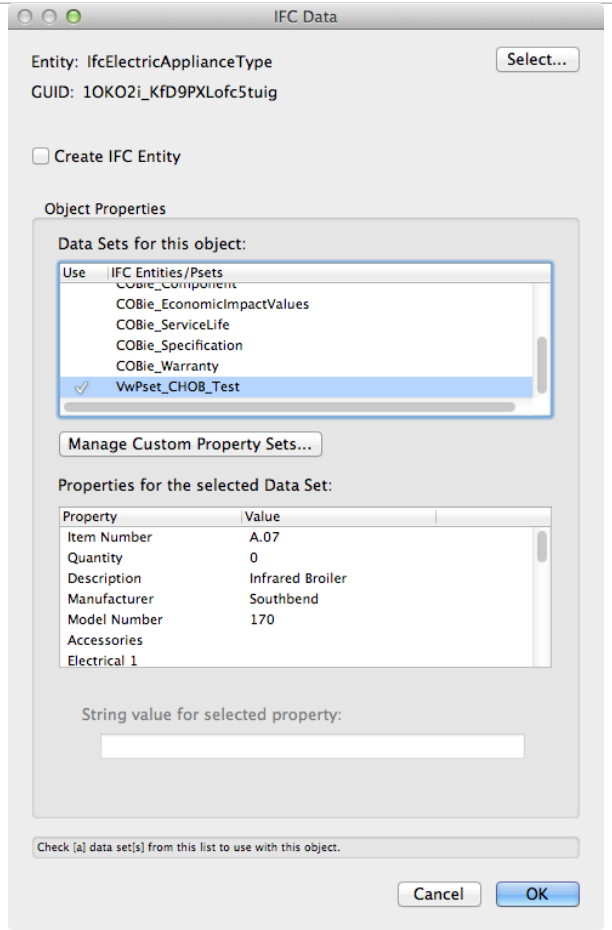

Figure 14 – IFC Data dialog with a Custom Property Set selected.
6. Click OK to return to the IFC Data dialog box (Figure 14).
8. Select the custom Pset properties and assign values to the selected properties through the "String value for selected property" field (Figure 14).